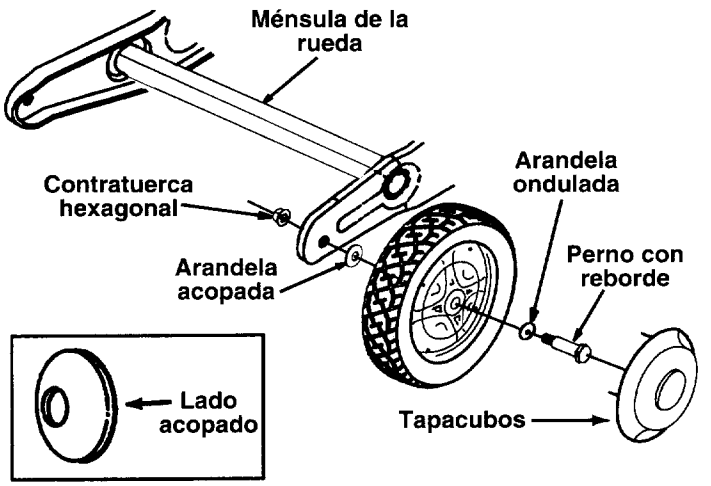

FIGURA 2.
NOTA: El lado acopado de la arandela va contra la canaleta de la astilladora. Vea la figura 2 para localizar el lado acopado de la arandela.
- Retire la contratuercas hexagonales y los pernos con reborde del frente de las ménsulas de las ruedas. Vea la figura 2.